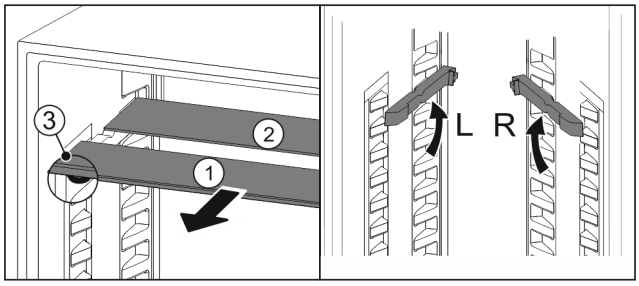

Fig. 20
▶ Sortir les tablettes par l'avant *Fig. 20 (1)*.
▷ La tablette en verre *Fig. 20 (1)* avec bordure décorative est située à l'avant.
▷ Les butées *Fig. 20 (3)* sont orientées vers le bas.